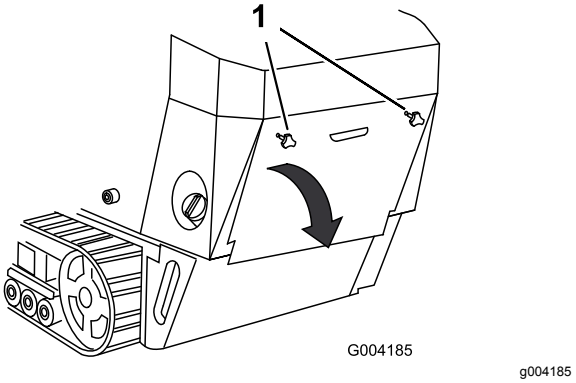

**Figur 25**
1. Skruva loss de bägge handrattarna som fäster den bakre åtkomstpanelen vid maskinen (Figur 25).
2. Luta den bakre åtkomstpanelen nedåt och ta bort den så att du kommer åt de inre delarna (Figur 25).